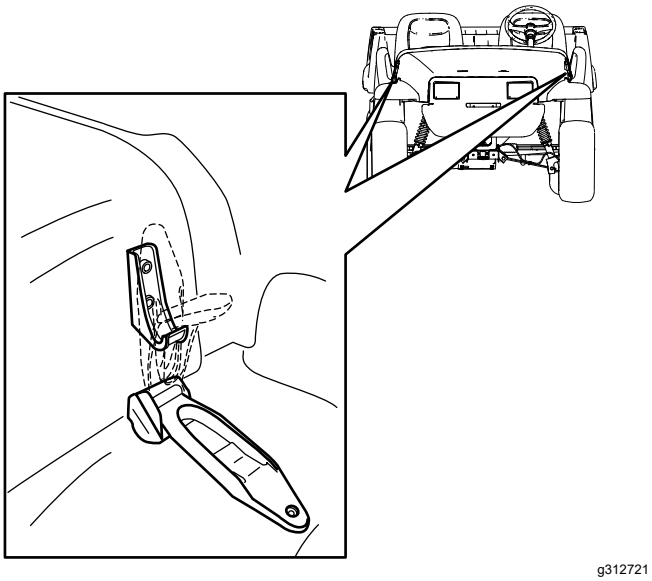

Figur 21
1. Lyft upp handtaget på gummispärrarna på vardera sidan av motorhuven (Figur 21).
2. Fäst motorhuven genom att rikta in gummispärrarna mot spärrankarna på vardera sidan av motorhuven (Figur 21).